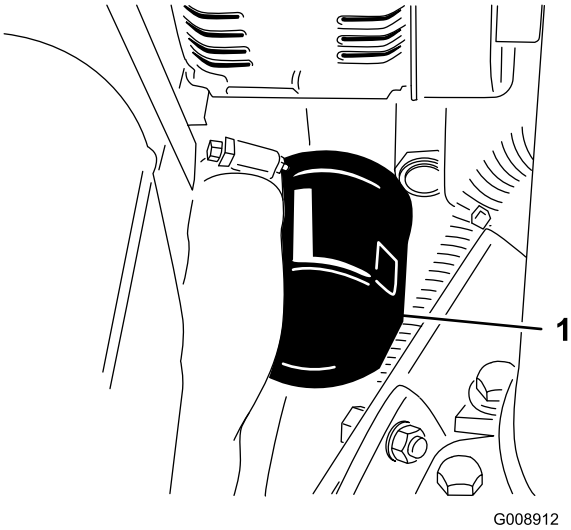

Figur 48
2. Fjern oliefilteret (Figur 48). Smør et tyndt lag ren olie på det nye filters pakning, før det skrues på. **Overspænd ikke.**